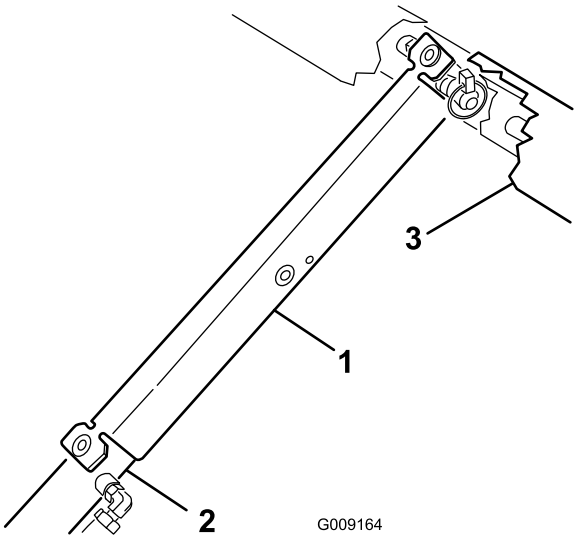

**Figuur 13**
3. Druk de beveiligingssteun op de cilinderstang, waarbij u ervoor moet zorgen dat de beide uiteinden van de laadbakbeveiliging rusten op het uiteinde van de cilinderbus en het uiteinde van de cilinderstang (Figuur 13).